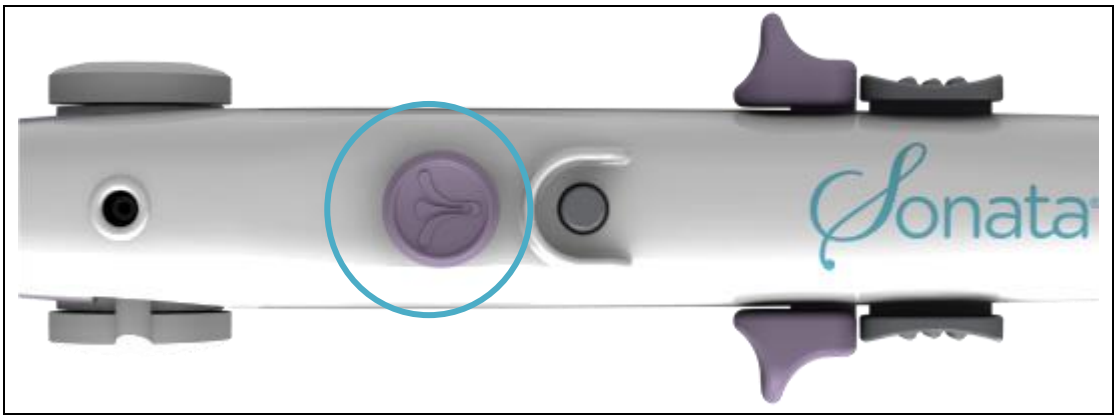

Afbeelding 2-16. SMART Control.
- SMART Control (zie paragraaf 2.8.1 en afbeelding 2-16);
Met de SMART Control (zie afbeelding 2-16) kan de gebruiker de ablatiediepte en -grootte met de SMART Guide tijdens het richten op myomen aanpassen. De gebruiker beweegt de SMART Control naar voren en naar achteren om de diepte van de SMART Guide te wijzigen. Door de SMART Control naar de ene of de andere kant te verplaatsen, wordt de grootte van de SMART Guide gewijzigd; zie 4.4.3 voor gedetailleerde instructies. De geplande ablatiediepte en -grootte worden op het scherm weergegeven wanneer de gebruiker de SMART Control aanpast. De SMART Control werkt ook als een muis wanneer de hoek van de IUUS-probe 0° is. De cursor op het scherm kan in positie gebracht worden door de SMART Control te verplaatsen.